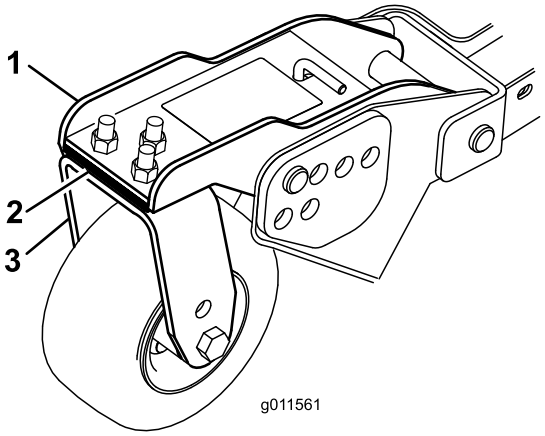

Figur 30
Rotera kniven på varje spindel tills ändarna är riktade framåt/bakåt. Mät från golvet till längst fram på skäreggen. Justera med mellanlägget på 3 mm på den eller de främre svänghjulsarmarna för att matcha dekalens klipphöjd (Figur 30). När det endast gäller utsidesknivens spindel hänvisas till anvisningarna under Justera klippenhetens lutning.
3. Om insideseggen på sidoklippenheten är för hög i förhållande till utsideseggen hos den främre klippenheten, tar du bort ett mellanlägg på 3 mm från botten av den främre inre svänghjulsarmen på sidoklippenheten (Figur 30). Kontrollera måtten mellan de båda sidoklippenheternas yttre eggar och mellan sidoklippenhetens inre egg och den främre klippenhetens yttre egg.